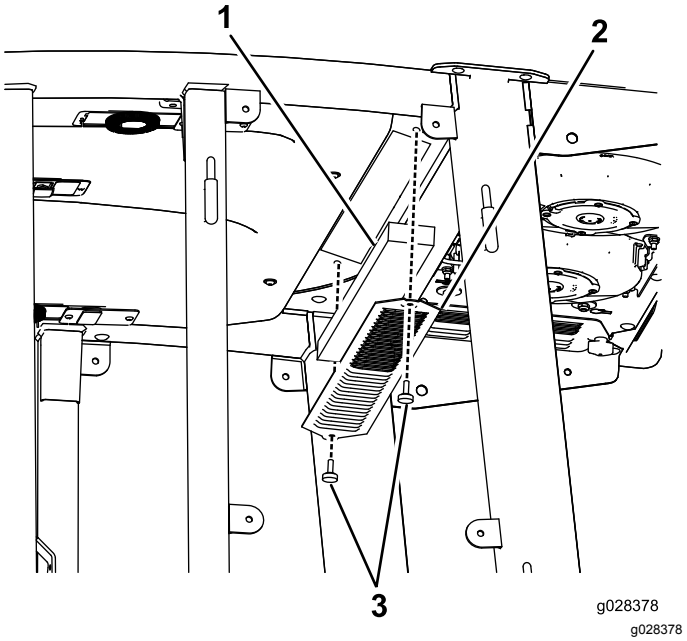
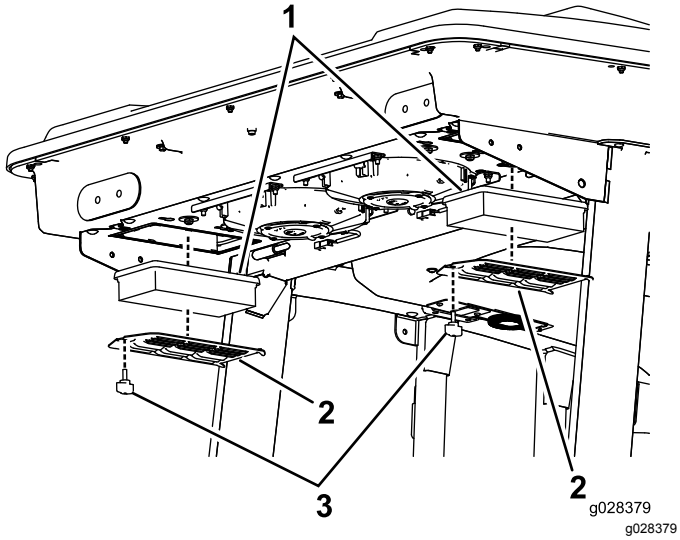
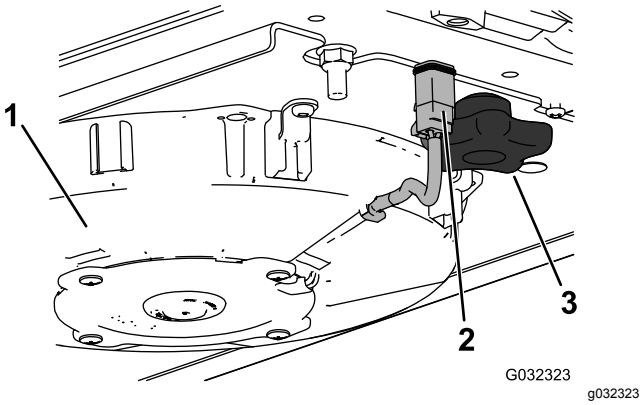
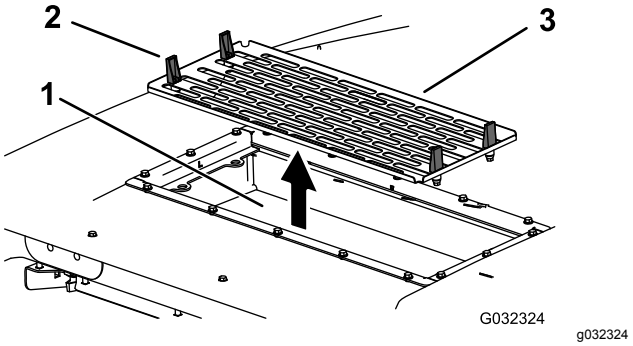

Figuur 115
Figuur 116
Figuur 117
Figuur 118
1. Verwijder de schroeven en de roosters van boven de luchtfilters in en achter de cabine (Figuur 115 en Figuur 116).
5. Verwijder de luchtfilters (zie Figuur 116).
7. Plaats de luchtfilters, het scherm en de ventilator (Figuur 116, Figuur 117 en Figuur 118).
8. Koppel de draden van de ventilators af (Figuur 117).